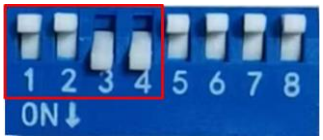

图 6.26 内部电位器闭环拨码开关设置
- 将拨码开关设置为 SW4=ON（选择闭环运行模式），SW1=OFF，SW2=OFF，SW3=ON（选择内部电位器控制方式），如图 6.26。